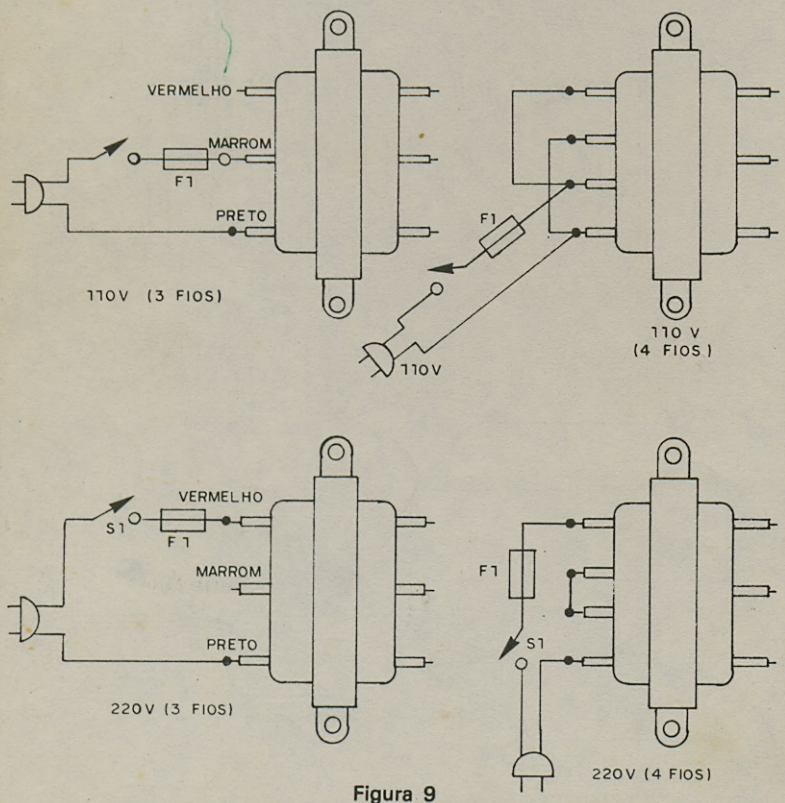

Figura 9
a) Observe com cuidado a posição dos enrolamentos do transformador para não inverter o secundário com o primário o que causaria um curto-circuito e queima do componente. O primário possui códigos para ligações em função das cores dos fios. A ligação para as redes de 110 e 220 V nos casos mais comuns é mostrada na figura 9.